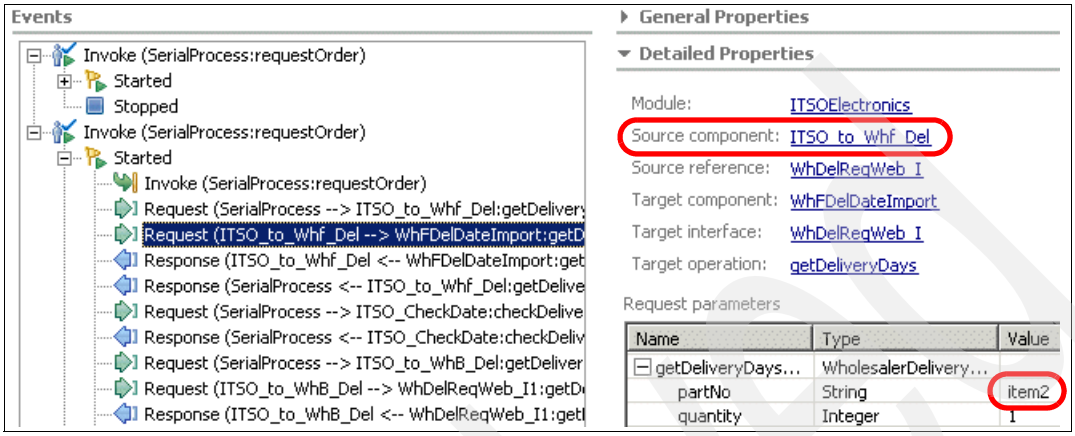

Figure C-30 Requesting delivery days from Wholesaler F
3. Try another test, this time specifying a partNo of `part2`. Although Wholesaler B is selected to place the order, you should see that a request for delivery days for item2 is placed with Wholesaler F (Figure C-30).